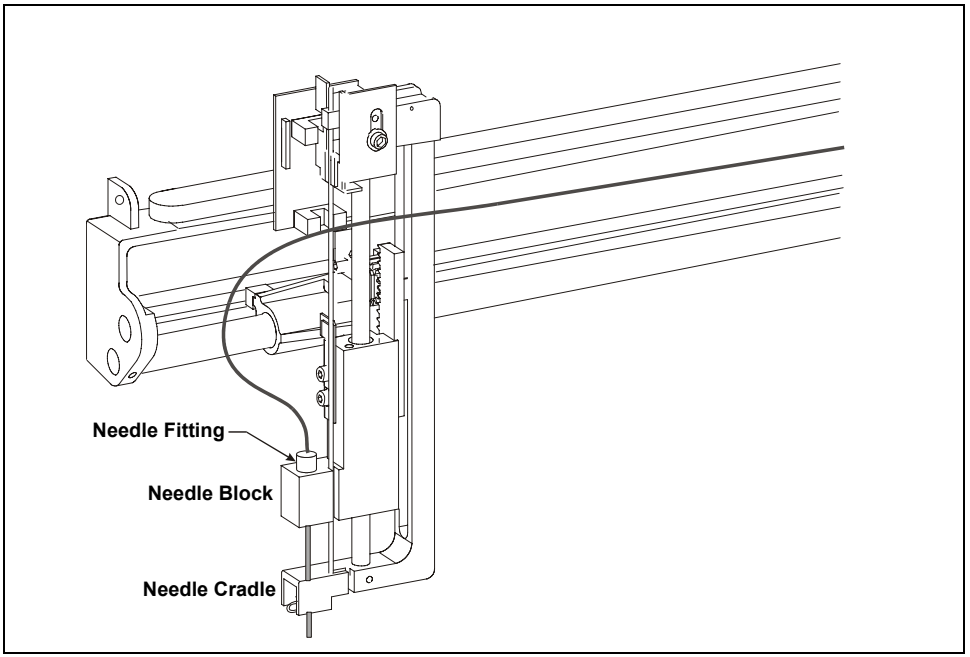

Figure 5-12. Removing the Needle from the Cradle
10. Turn the needle fitting above the needle block (see Figure 5-12) counterclockwise until it is loose.